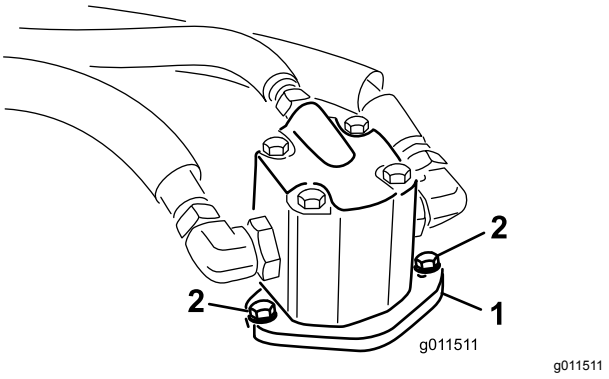

Figur 98
4. Fjern boltene, der fastholder hydraulikmotoren på klippeenheden (Figur 98). Løft motoren af klippeenheden, og læg den oven på enheden.